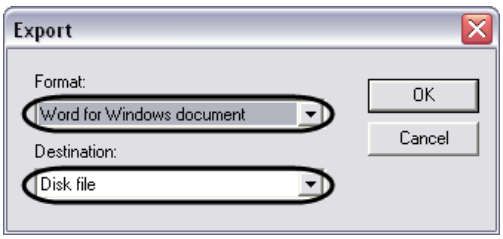

Figure 9.9-9. The Export window
c. Specify the following in the Export dialog box (Figure 9.9-9):